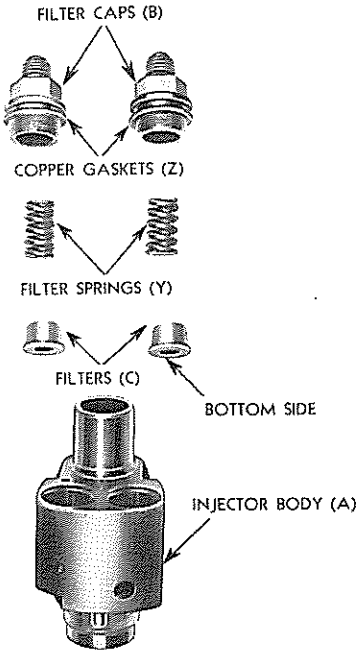

FIG. 11
1. To assemble filter, hold the injector body Fig. 11 right side up, place one of filters in each of the fuel cavities in the top of the injector body. When assemblying the filters always have the washer at the bottom as shown in Fig. 11. Whenever the injector is dismantled install new filters. Place a spring above each filter, a copper gasket up against the shoulder of each filter cap, lubricate the threads and tighten the filter caps in place in the injector body. Whenever a filter cap is removed from the injector body use a new copper gasket under each cap.